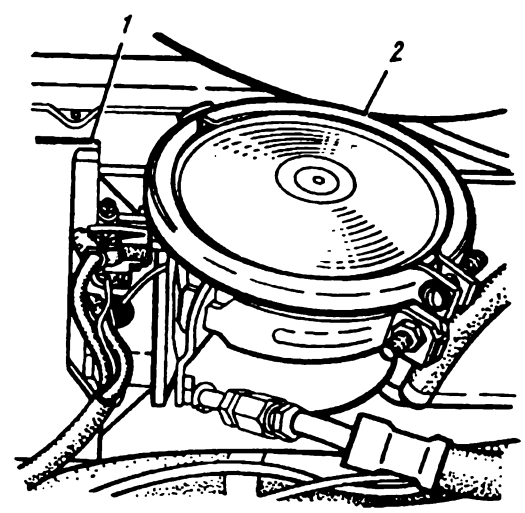

Рис. 4. Место расположения верхнего бачка насоса гидроусилителя руля:
2. **Насос гидроусилителя руля.** Проверьте уровень масла в верхнем бачке (рис. 4) насоса и, если необходимо, долейте до метки.